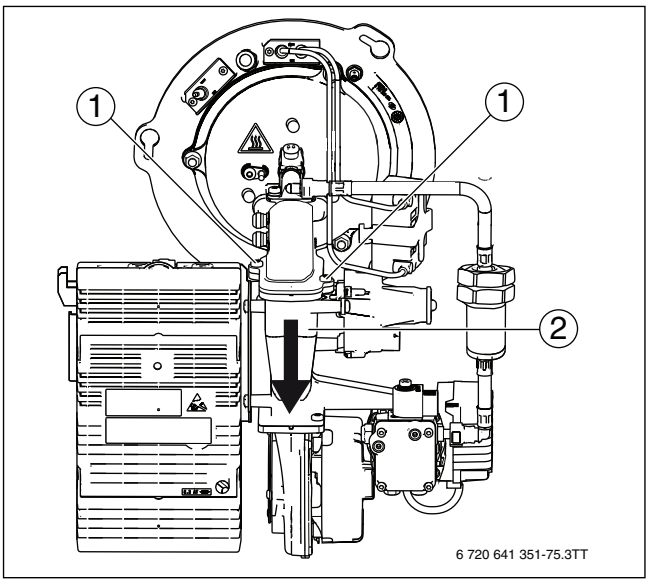

Bild 79 Brennergehäuse-Unterteil demontieren
- Brennergehäuse-Unterteil (→ Bild 79, [2]) halten.
- Befestigungsschrauben (→ Bild 79, [1]) entfernen.